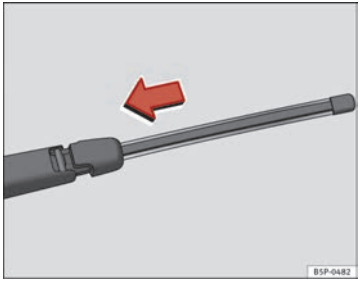

Fig. 143 Fitting the rear window wiper blade
– Place the blade as shown in the ⇒ Fig. 143 and slide the adapter along until it engages.